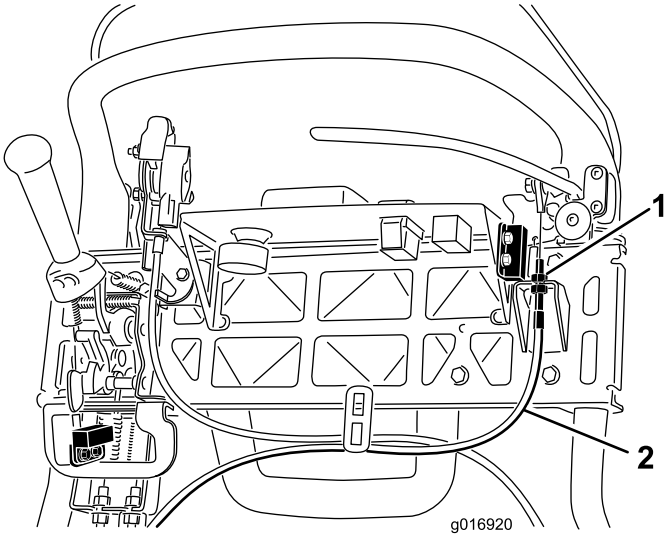

Figur 40
3. Hvis du vil øke kabelstrammingen, løsner du den øvre kabellåsemutteren og strammer den nedre kabellåsemutteren (Figur 40) til en kraft på 156 N på bremsespakhåndtaket er nødvendig for å løsne parkeringsbremselåsen. Du må ikke overjustere den slik at bremsebåndet slites.